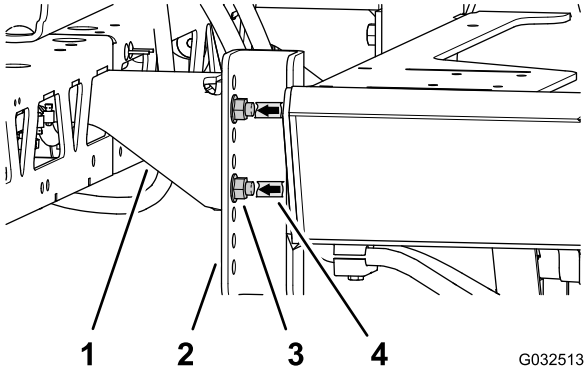

**Figur 68**
3. Brug et stykke tape til at markere hullerne, hvor de 4 flangehovedbolte (1/2 x 1-1/4 tomme) og 4 flangelåsemøtrikker (1/2 tomme) fastgør støttebeslagene til midterbomsektionen til maskinens monteringskanaler (Figur 68).